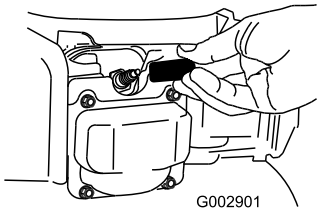

Figuur 35
2. Trek de bougiekabel los van de bougie (Figuur 35) voordat u onderhoudswerkzaamheden uitvoert.